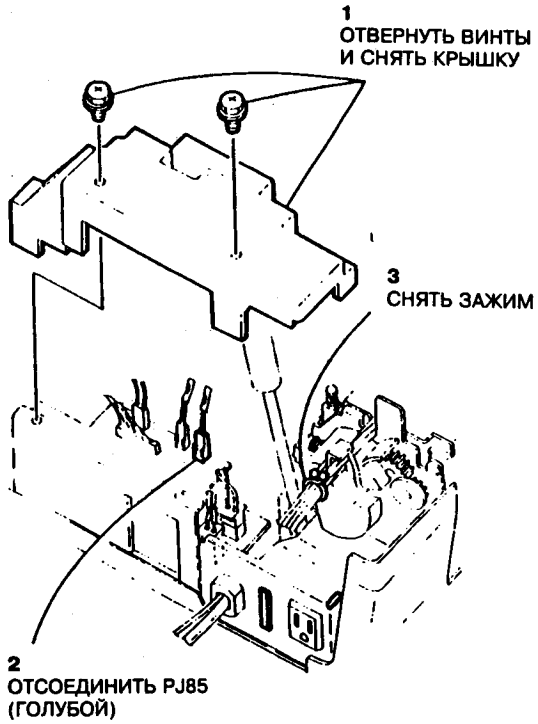

Рис.1 Снятие крышки PWB и разъема PJ8
5. Снять крышку PWB управления переменного тока сзади машины. Отключить разъем PJ85 (рис.1).